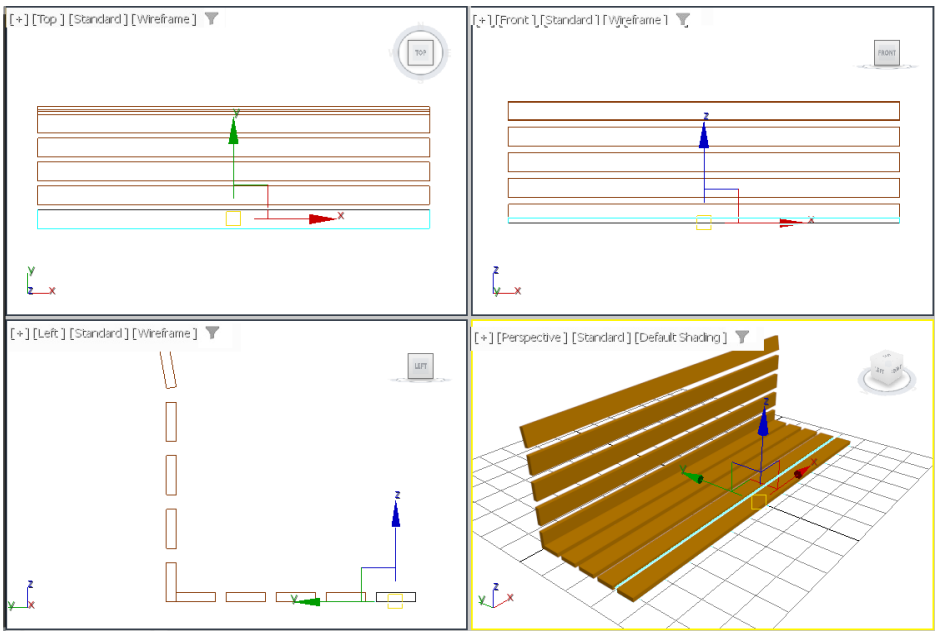

Figure 2-75 *Horizontal seat supports displayed in the viewports*
9. Choose the **Zoom Extents All** tool; all the objects are displayed in the viewports, as shown in Figure 2-75.